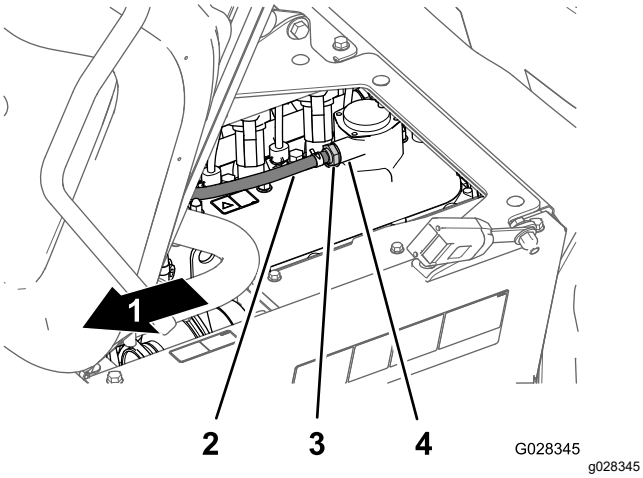

Figur 81
2. Ta bort PCV-ventilen från monteringen av ventilkåpan (Figur 81).
Obs: Om ventilens interna restriktor skallrar kan du låta serva PCV-ventilen. Om den interna restriktorn inte skallrar när du skakar på ventilen ska du byta ut PCV-ventilen (Figur 81).
4. För in PCV-ventilen i ventilkåpans kopplingstätning tills den sitter ordentligt (Figur 81).